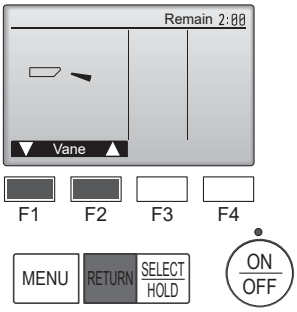

Fig. 7-4
② Pulse el botón [SELECT/HOLD] para visualizar la pantalla de funcionamiento Lama, y luego pulse los botones [F1] y [F2] para comprobar el sistema automático de desviación del aire. (Fig. 7-4)